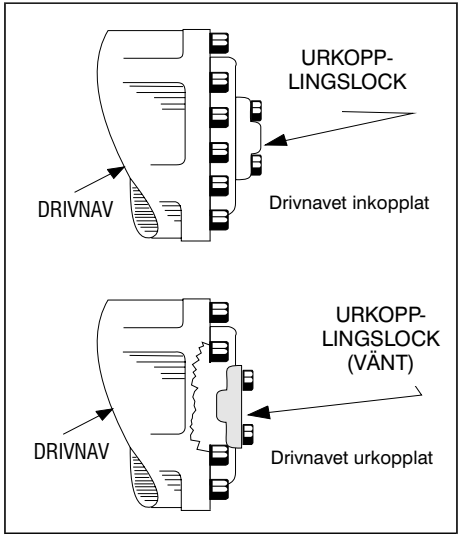

Fig. 4-7. Drivnav
2. Koppla ur drivnaven genom att vända på urkopplingslocket (se fig. 4-7). När maskinen har bogserats måste följande utföras:
3. Koppla in drivnaven igen genom att vända på urkopplingslocket (se fig. 4-7).